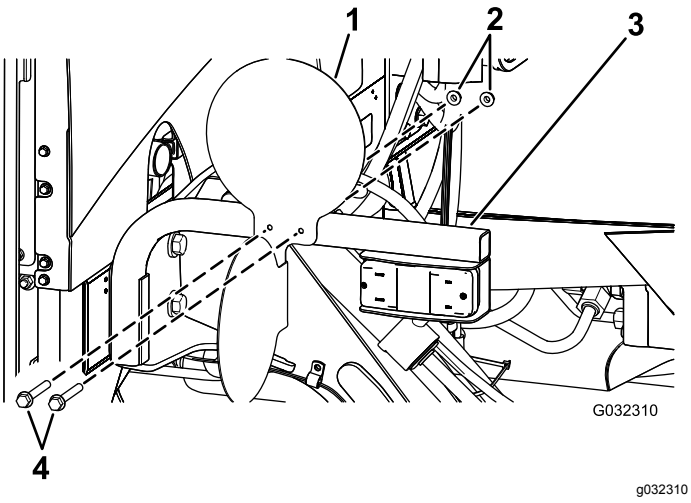

Figur 35
2. Fest platene til lyssettbrakettene med de fire sekskantskruene (1/4 x 2½ tommer) og de fire låsemutterne (1/4 tomme), som vist i Figur 35.